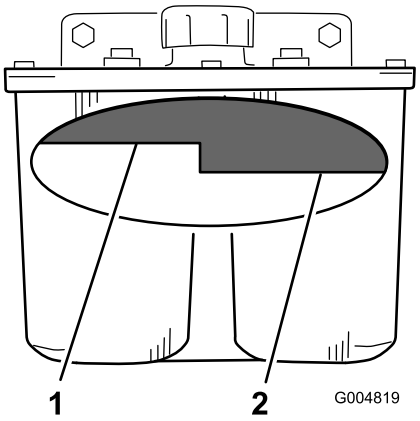

Figur 69
2. Rengör området runt påfyllningsröret till hydraultanken (Figur 69).
3. Skruva av tanklocket på påfyllningsröret. Titta inuti och kontrollera om det finns någon olja i behållaren (Figur 69).
Obs: Oljenivån ska nå upp till överkanten på markeringen för varmt på skärmen, när oljan är varm (Figur 69).